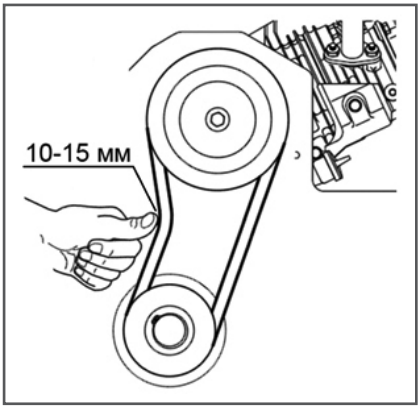

Рис. 22 Проверка натяжения ремня привода вибратора
3. Проверьте натяжение ремня. Правильно натянутый ремень при сильном нажатии пальцем должен прогибаться примерно на 10-15 мм (Рис. 22).